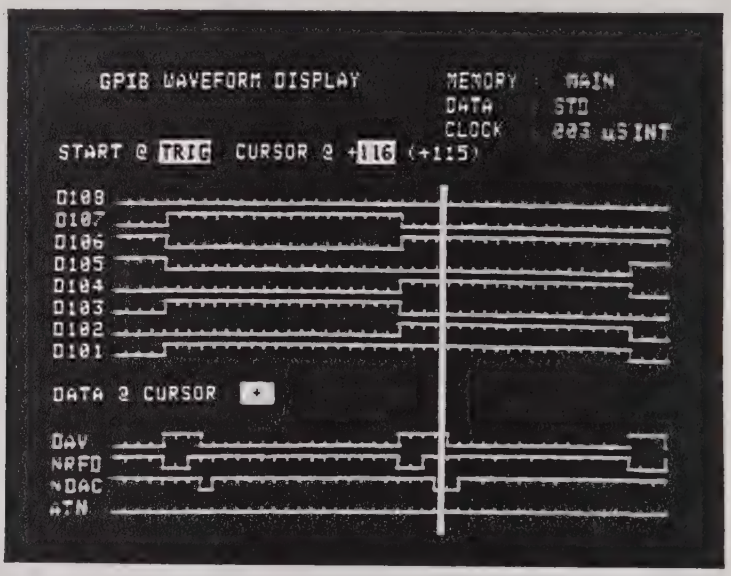

Figure 8.1A - GPIB Waveform Display Showing the Data, Handshake and 'ATN' Lines
display itself comprises two pages (data and control) as shown in Figures 8.1A and B. To alternate between these pages, simply use the toggle function of the ⎍ key by pressing it in successively. The data display page shows the data and handshake lines along with the ATN line. The control display page shows the handshake lines again along with the rest of the GPIB control lines.
8.3.2 Note that both GPIB waveform displays, shown in Figures 8.1A and B, have other display fields. Both have fields in their upper right-hand corner which indicate the memory (**MAIN** or **AUX**) presently displayed as well as the logic polarity (**STD** or **INV**erse) and clock information (**EXT**ernal or **INT**ernal/cycle frequency). Also shown as display fields are the first line of the waveform display; present and previous cursor location. The data value at that particular cursor location is shown on the data display (Figure 8.1A).
8.5.2.3 After Trigger Menu set-up and any necessary specification in the Delay Menu, the usual procedure would be to proceed with a state analysis run. After data collection is completed, the user would inspect (probably first) captured state data in table format. Then, by pressing the ⎍ key, the same information could be viewed in waveform display (data and control pages, as shown in Figure 8.1A and B).